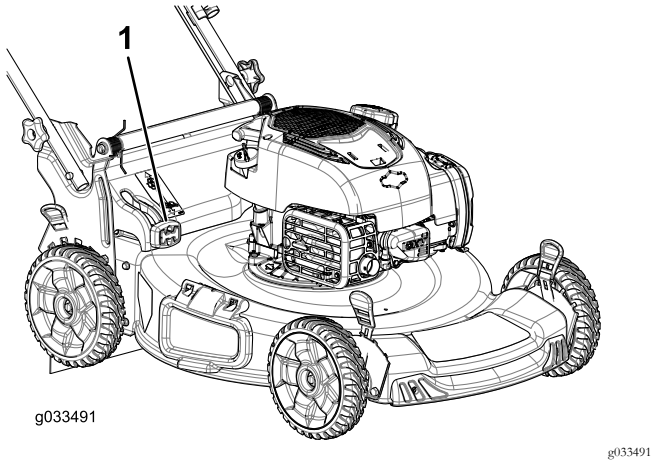

Rysunek 26
- Aby móc workować ścinki trawy i liście, naciśnij przycisk na dźwigni ustawienia worka i przesuwaj dźwignię do przodu, do momentu gdy przycisk na dźwigni wyskoczy (Rysunek 26).